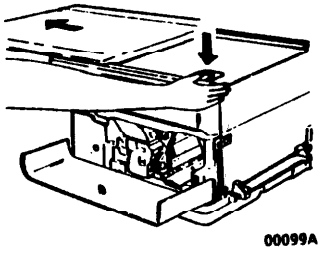

Рис. 10
3. (Рис. 10): сдвинув предметное стекло влево, нажать кнопку расцепления верхней части, чтобы открыть аппарат.